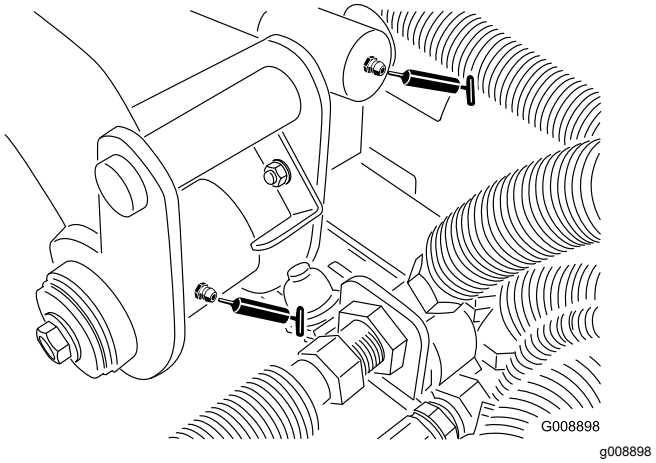

Figur 37
- 2 bakre lyftarmstappar och lyftcylinder (Figur 37)